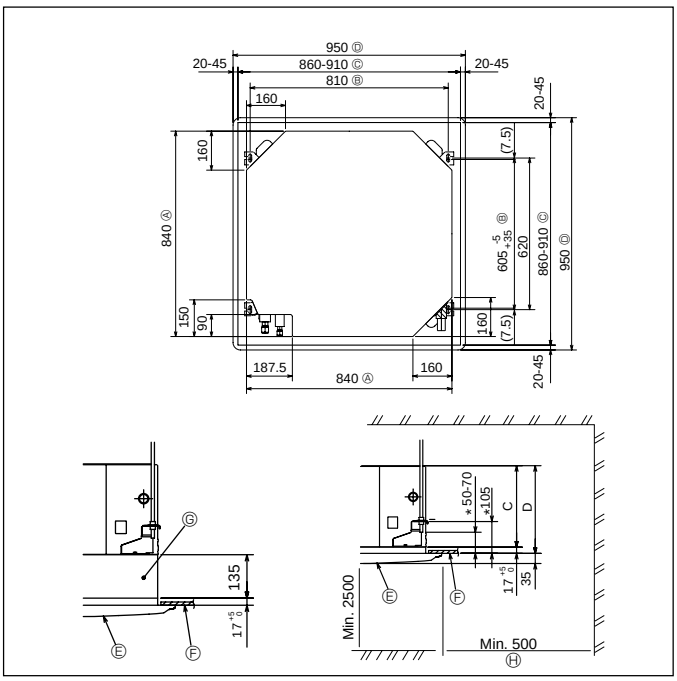

Fig. 2-2
2.2. Расположение отверстия в потолке и навесных болтов (Fig. 2-2)
- * Размер потолочного отверстия можно регулировать в пределах, указанных на Fig. 2-2, таким образом, чтобы отцентровать главный прибор в потолочном отверстии, обеспечив одинаковые зазоры по всем соответствующим противоположным сторонам.